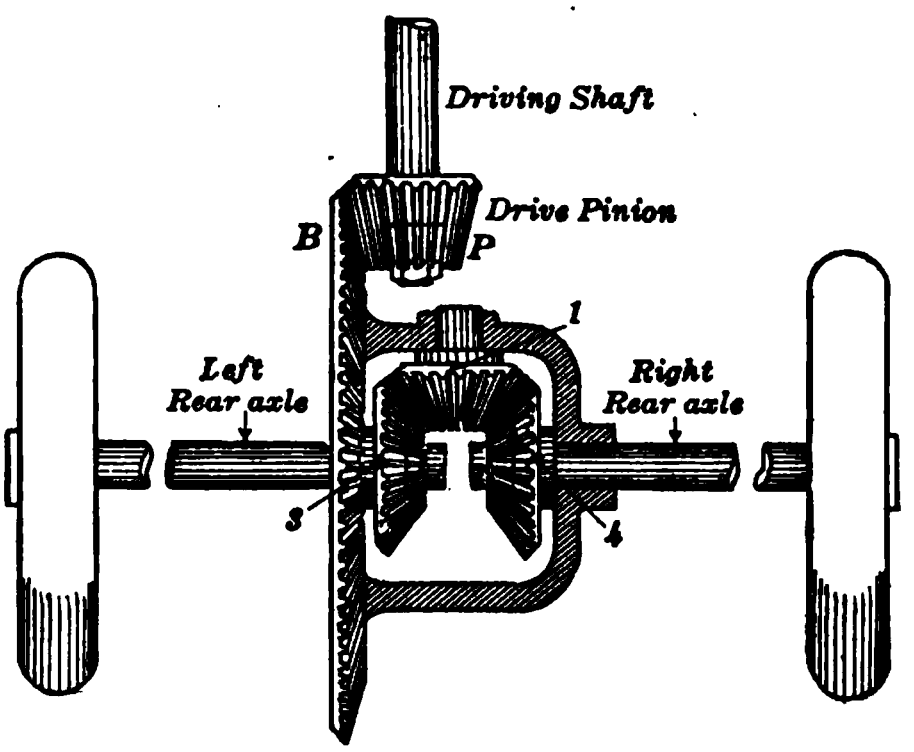

Fig. 54. The differential on an automobile changes the direction of motion and makes the two rear wheels independent.
12. An automobile with 30-inch rear wheels is going 20 miles an hour. The gear ratio of the differential ($B : P$ in Fig. 54) is 3.63. How many revolutions per minute (r. p. m.) is the engine making?